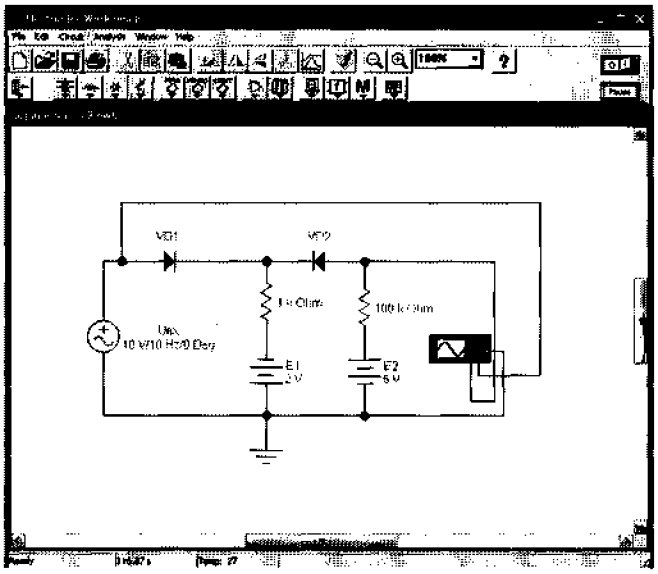

Рис. 43. Схема для исследования двустороннего последовательного амплитудного ограничителя с
3.1. Соберите схему для исследования двустороннего последовательного амплитудного ограничителя с ненулевым порогом ограничения (рис. 43).